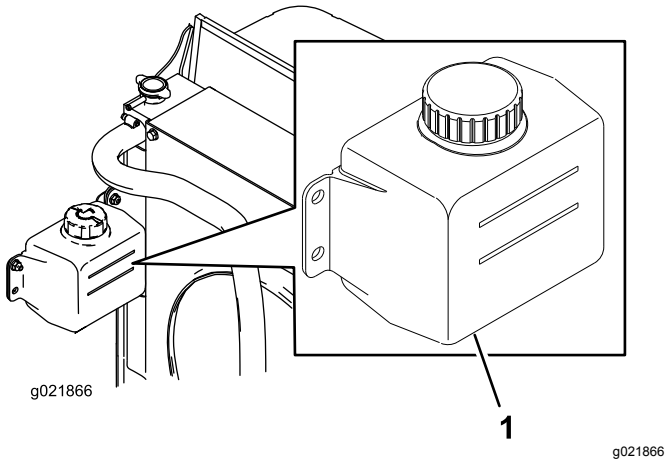

Figuur 94
1. Controleer het koelvloeistofpeil in de expansietank (Figuur 94).